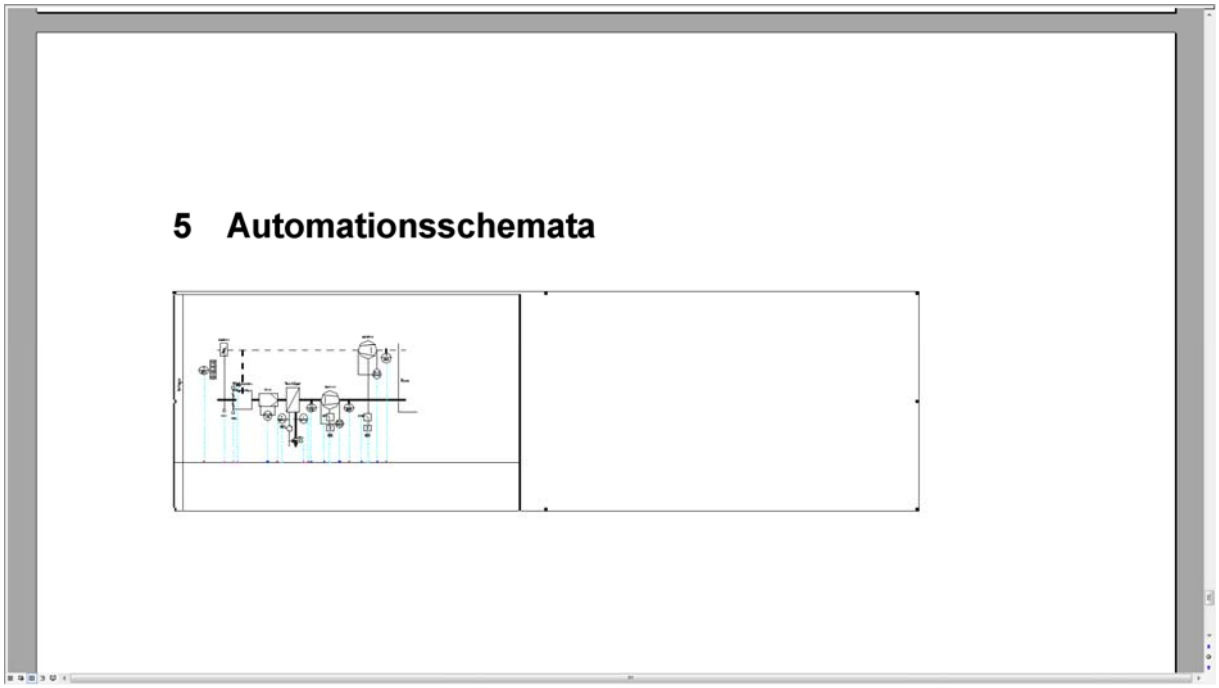

Bild 3.8 – Falsches Format, falsche Größe: Das resultierende Bild im Word-Dokument
- Dieses Schema wurde in der Zeichnungsverwaltung, Schaltfläche *Export*, als *WMF* gespeichert und in ein Word-Dokument eingefügt. Das Ergebnis ist unbrauchbar (Abb. 3.8)!